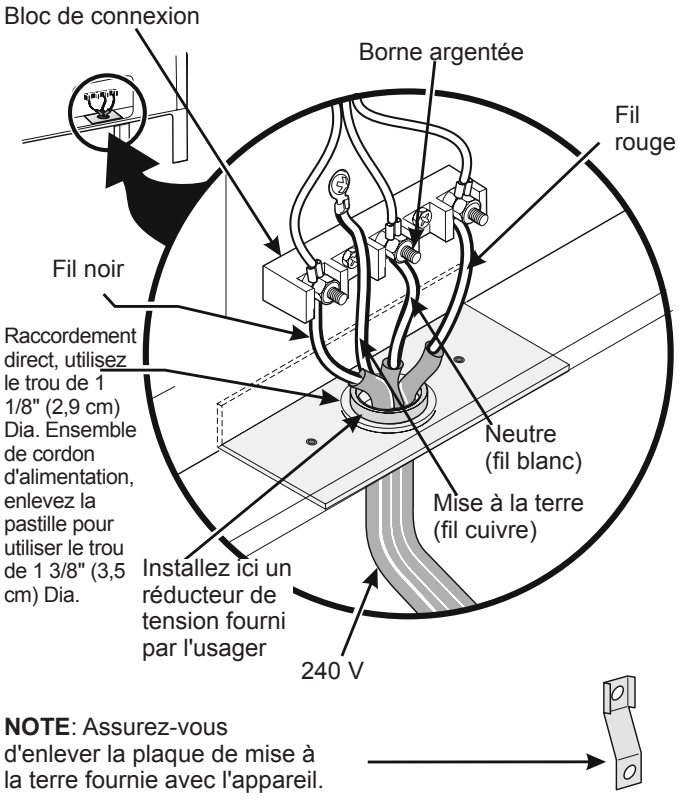

Figure 4
Si les codes locaux ne permettent PAS la connexion du conducteur de mise à la terre du châssis au fil neutre du cordon d'alimentation en cuivre (voir figure 4).
3. Branchez le fil de mise à la terre (vert) du cordon d'alimentation cuivré, au châssis de l'appareil avec la vis de mise à la terre, à l'aide du trou dans le châssis à l'endroit où la bande de mise à la terre a été enlevée (voir Figure 4).